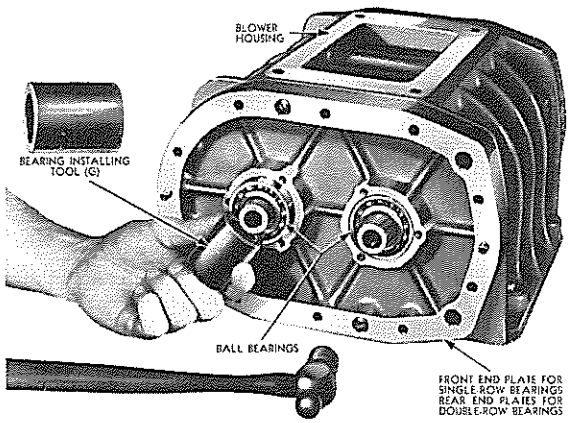

FIG. 14
b. Using tool (G) shown in Fig. 14, tap bearings into end plates.